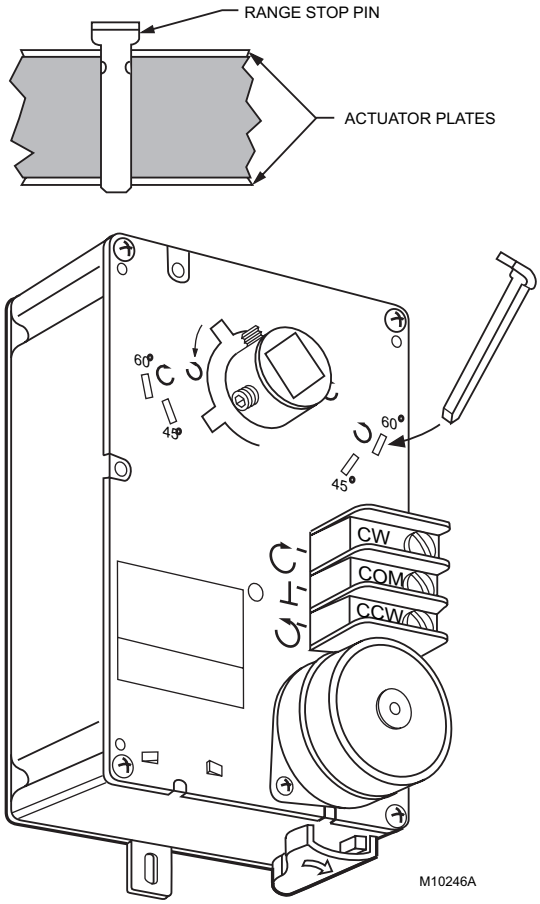
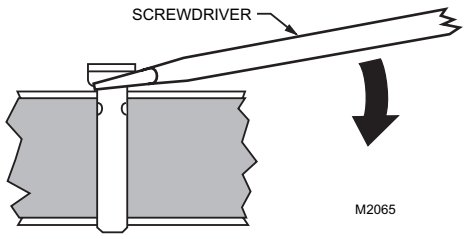

Fig. 7. Range stop pin properly inserted.
Fig. 8. Lifting range stop pin out of its slot.
3. Insert the range stop pin into the appropriate (cw or ccw) 45° or 60° slot. The range stop pin clips into its final position only after the pin passes through both actuator plates (see Fig. 7). The range stop pin should snap into position and not be removable manually (see Fig. 8).